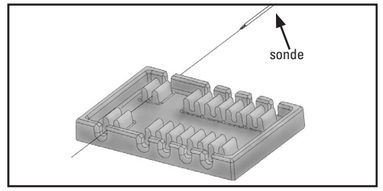
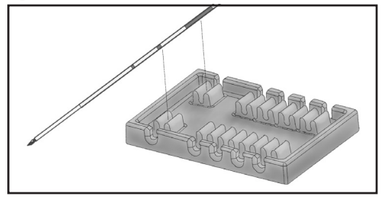

Figur 1
Figur 2
3. Sæt afstandsstykket fast på den første sonde ved at skubbe sonden igennem (som vist i figur 1) eller ved at sætte det fast på sondeskaftet (som vist i figur 2).
4. Sæt den anden sonde fast på afstandsstykket ved at skubbe sonden igennem (som vist i figur 1) eller ved at sætte det fast på sondeskaftet (som vist i figur 2).